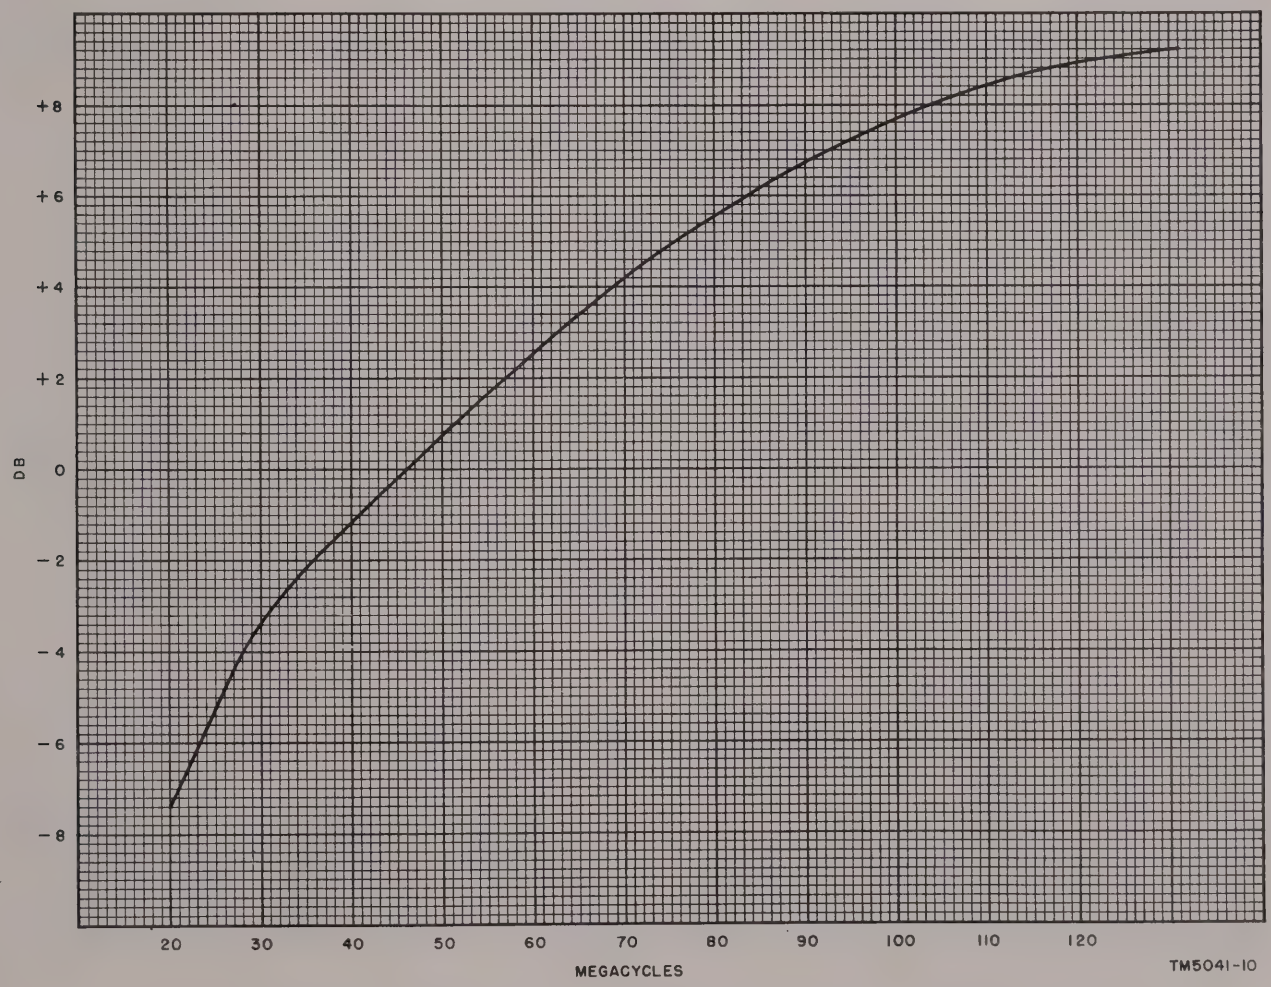

Figure 10. Graph of antenna coefficient (K), in db, versus frequency.
e. Determine the antenna coefficient for the received frequency from the K factor graph (fig. 10) on the inside of the receiver carrying-case cover.